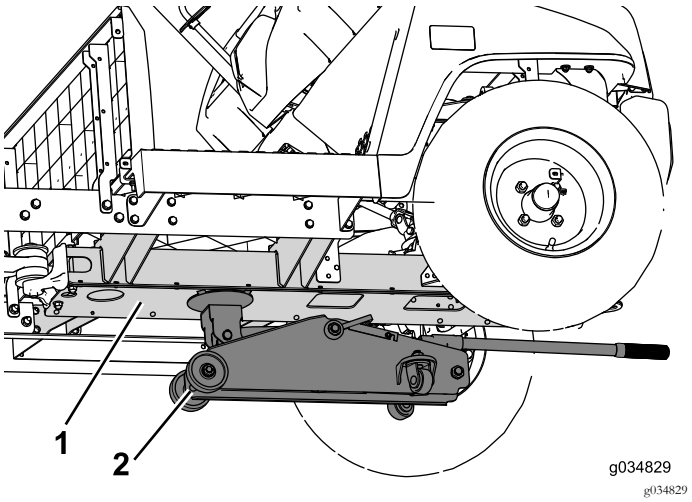

Рисунок 63
2. Установите напольный домкрат под центральный швеллер, чтобы поддерживать переднюю часть автомобиля (Рисунок 63).